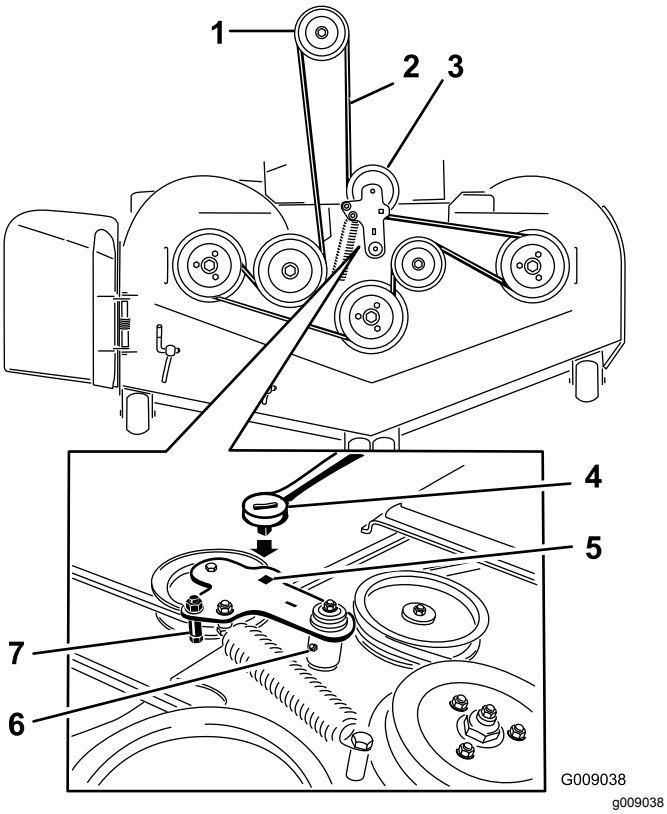

**Figur 106**
5. Lyft upp fotplattan och för in en spärrhake i det fyrkantiga hålet i däckets mellandrev (Figur 106).
6. Vrid däckets mellanskiva medurs och ta bort klipparremmen (Figur 106).